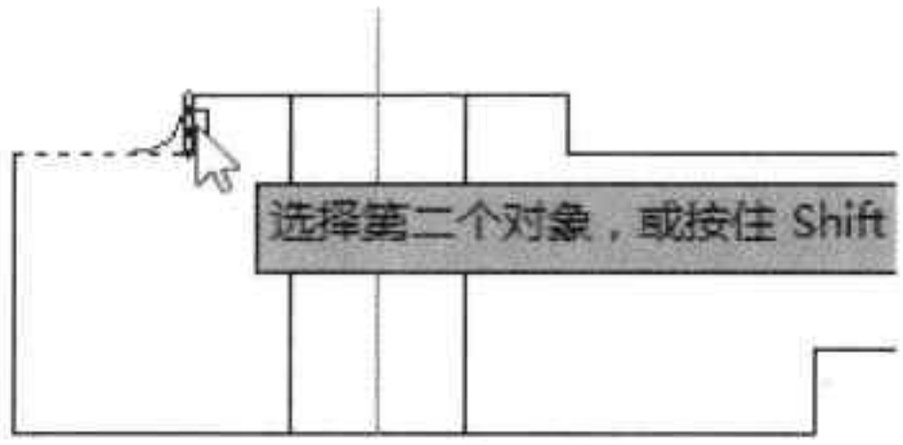

图21-70 选择圆角边
Step 29 根据命令行的提示，选择第二个对象，如图 21-70 所示。